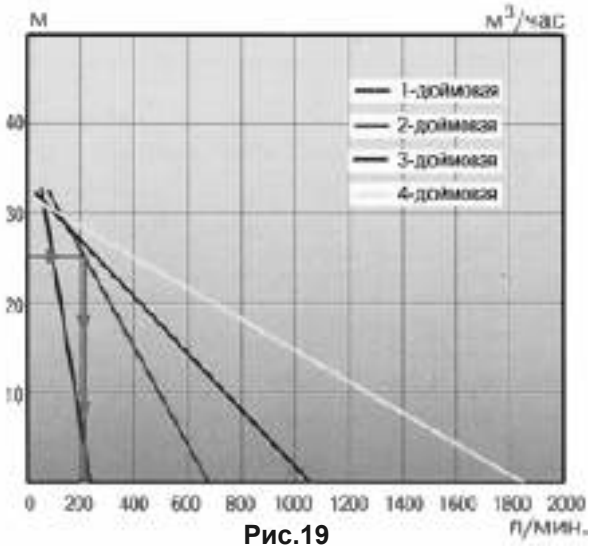

Рис.19
4. На графике зависимости высоты подъема от производительности мотопомпы (Рис.19) находим величину расхода, она составляет примерно 200л.